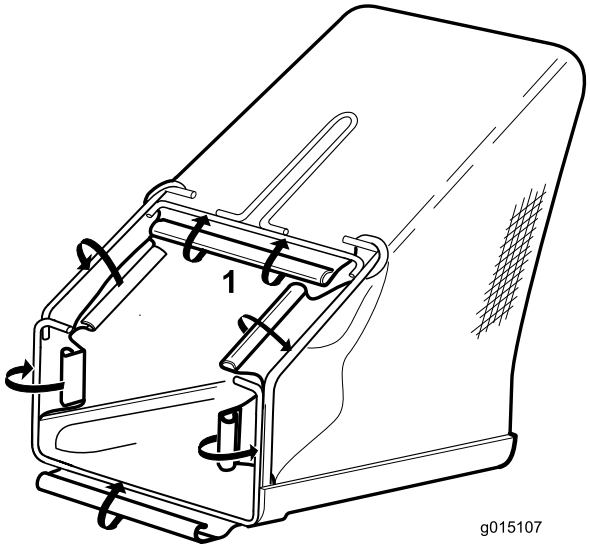

Figuur 4
2. Maak de zes plastic klemmen van de grasvanger vast aan het geraamte. Begin vanaf de handgreep (Figuur 4).